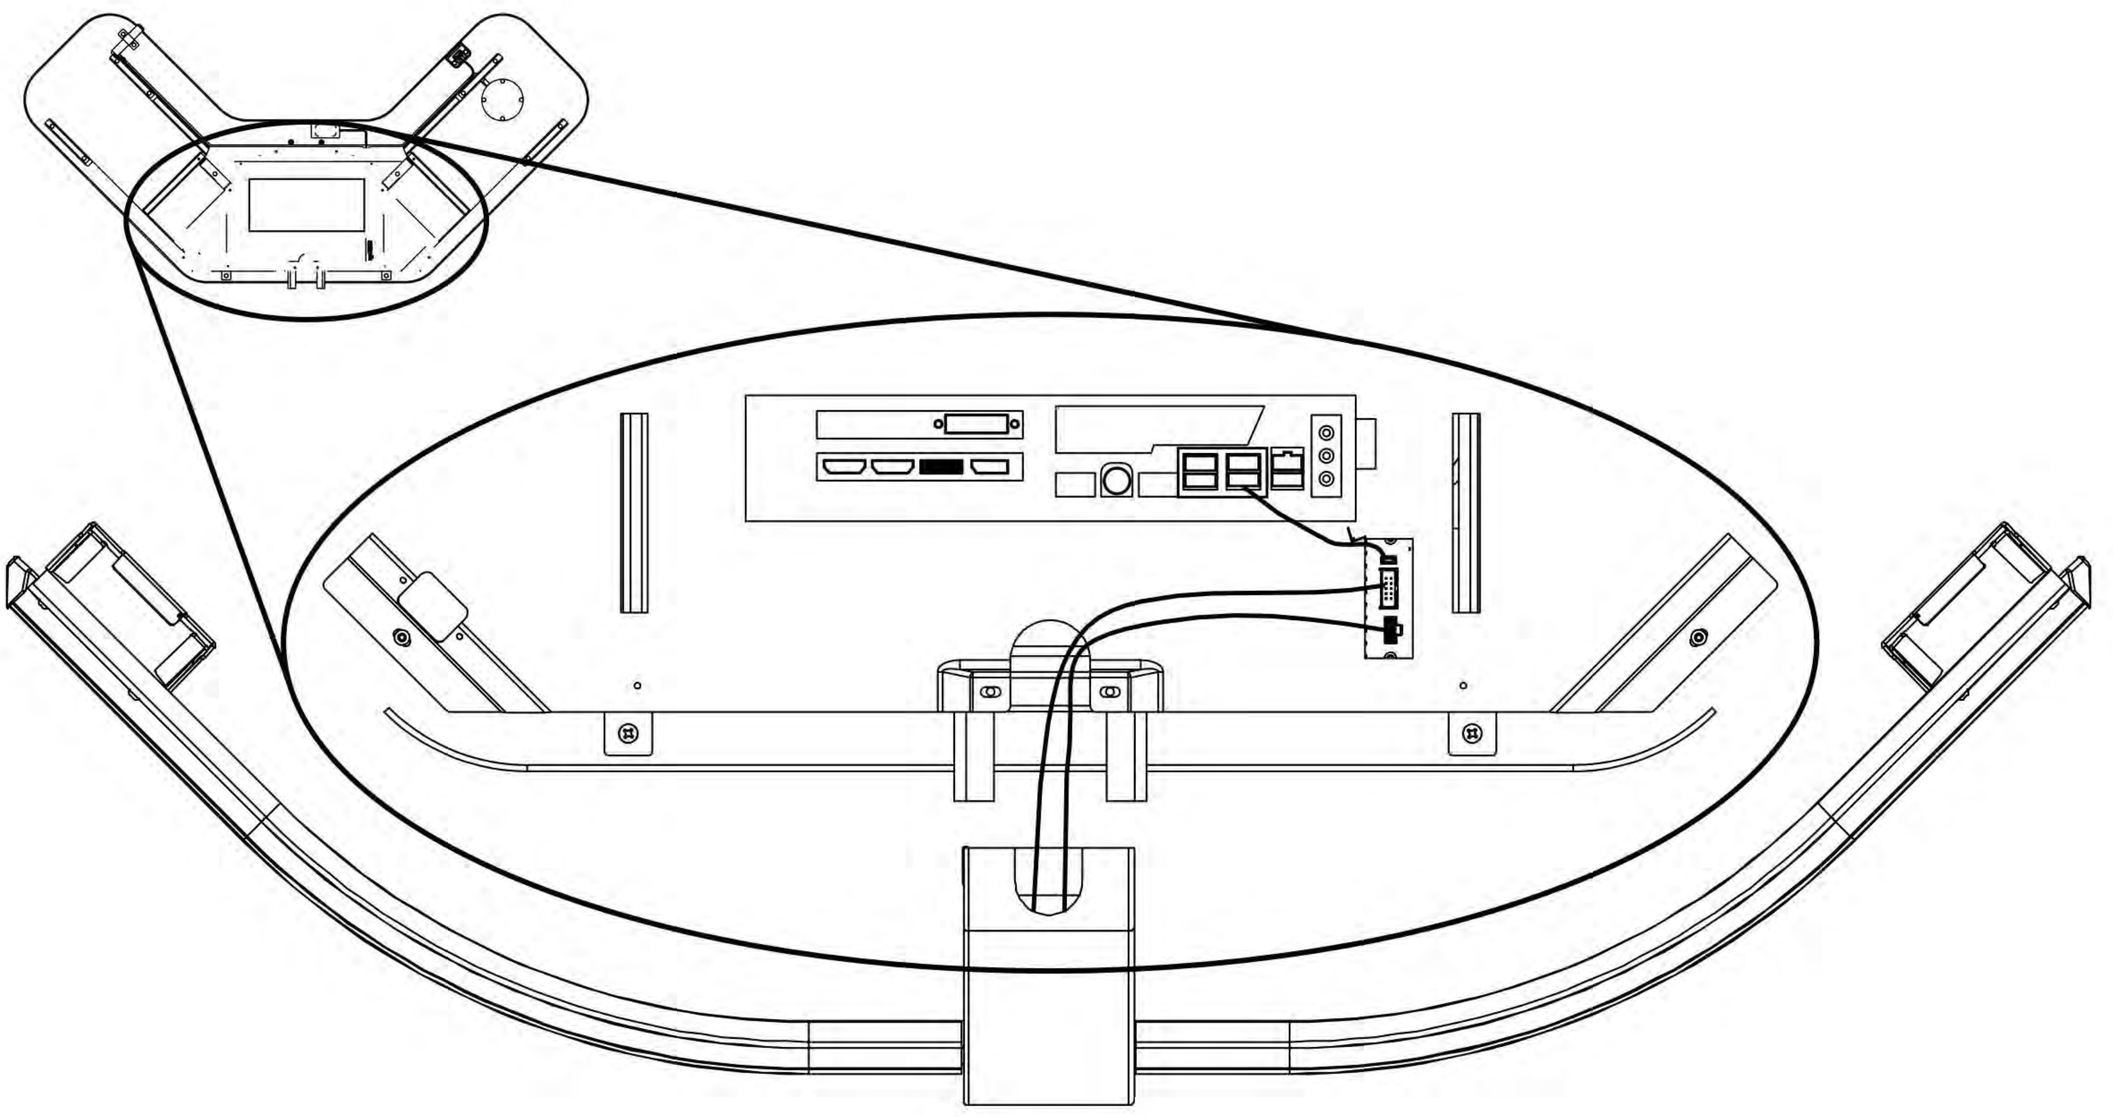

Figure 1
1. Make two connections from the spine to the ports under the desk **(Figure 1)**
2. Make one connection from under the desk to the PC **(Figure 1)**